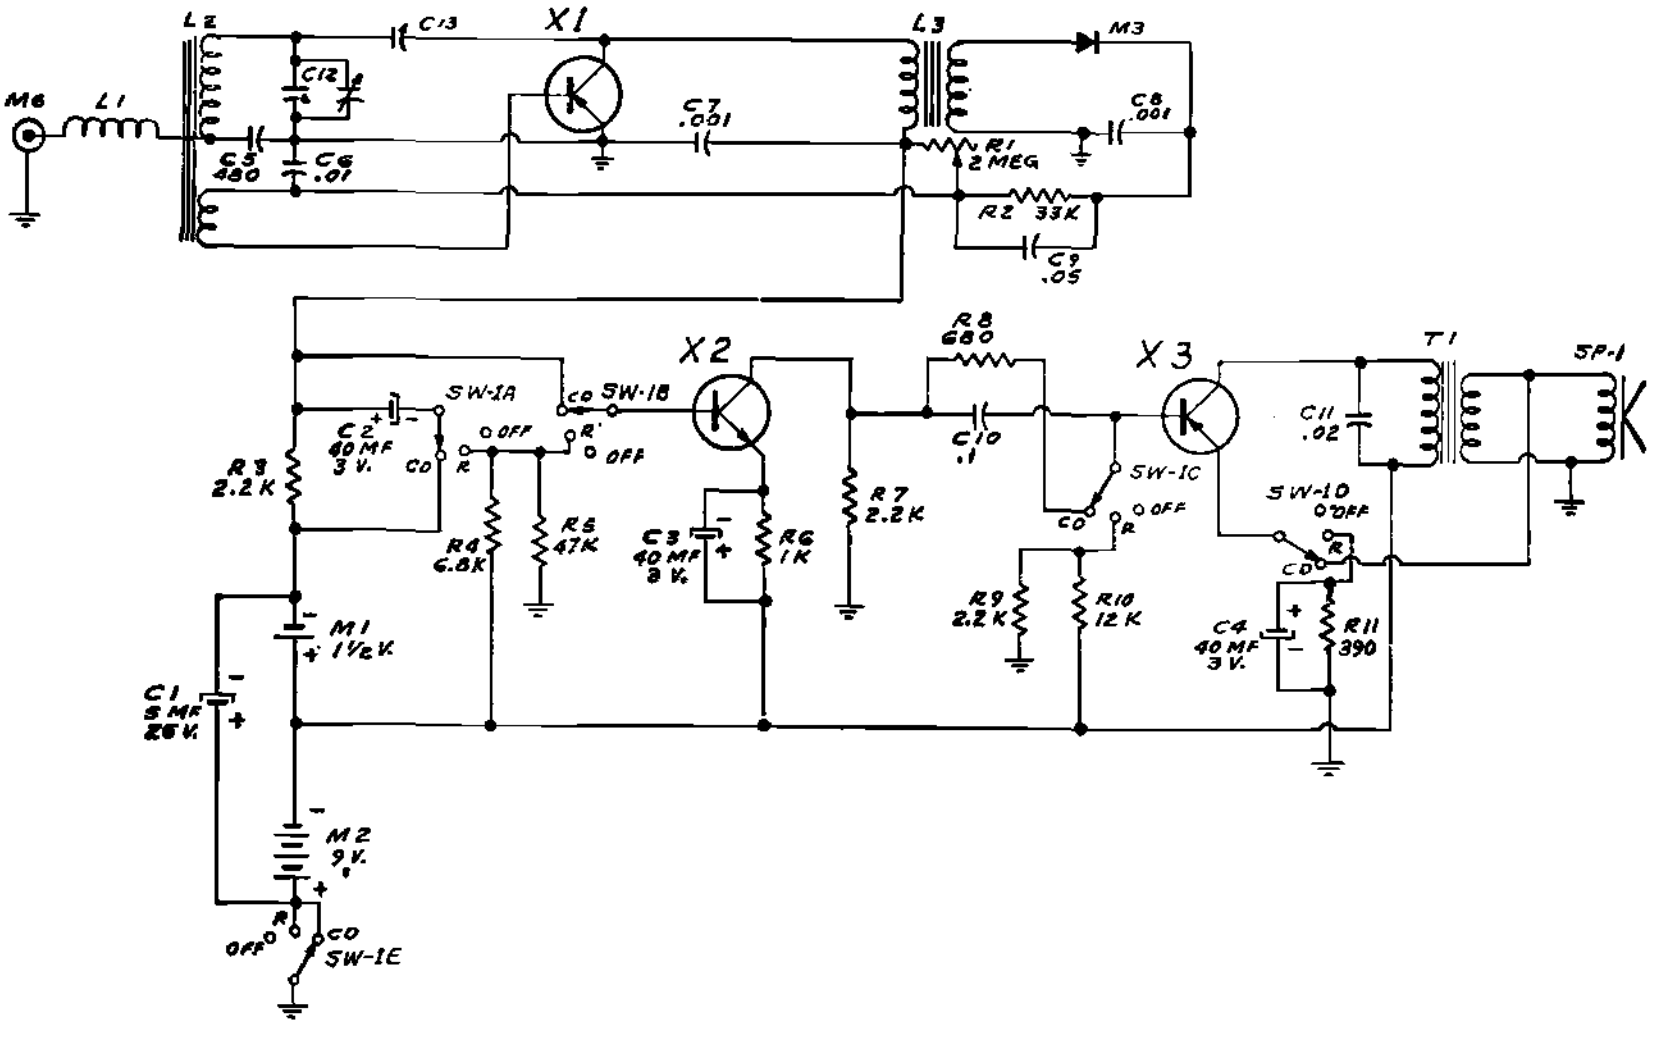

Fig. 9-2: Schematic wiring diagram of the CD-2 receiver. Only three transistors are used in this combination automatic alarm and emergency radio.
standard AM Broacdast-Band receiver simply by turning its control switch to the proper position; thus, it may be used to sound an Alarm in the event of a CD alert and, afterwards, as a regular receiver to listen for Conelrad emergency broadcasts. The CD-2's schematic diagram is given in Fig. 9-2, with its *Set-up Procedure* given in tabular form in Table 9-A. Powered by a 1.5-volt penlight cell and
When the control switch is in its CD position, as shown in Fig. 9-2, X1 serves as a regenerative R.F. and reflexed control amplifier, with regeneration provided by C13, connected between its collector and the tuned input circuit. X1's amplified R.F. output is coupled through L3 to diode detector M3, with both the A.C. (audio) and D.C. components of the detected signal *coupled back through* X1 and, after amplification, appearing across load R3, with the audio signal bypassed by C2. This *D.C. signal* is direct-coupled to X2, which provides further amplification and thus controls the bias applied to X3's base. X3 is connected as an audio oscillator, with feedback obtained from T1's secondary and coupled back to the emitter circuit; T1, of course, also serves as an impedance matching transformer to drive the built-in PM loudspeaker SP-1. Although X3 is wired as an oscillator, *oscillation is prevented* by the low base bias permitted by X2. When the station to which the receiver is tuned goes off the air (during an alert), there is no longer a D.C. control bias applied to X2, and this, in turn, allows normal bias to be applied to X3; thus oscillation is permitted, and an audible *alarm* tone is emitted by the loudspeaker. This alarm will continue until SW1 is switched to its "Receiver" (R) position.